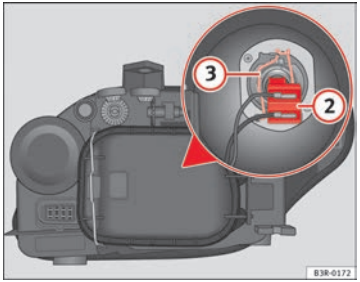

Abb. 197 Abblendlicht
– Ziehen Sie am Stecker ⇒ Abb. 197 (2) und nehmen Sie diesen so von der Lampe ab.
– Nehmen Sie die Haltefeder ⇒ Abb. 197 (3) durch Eindrücken und Rechtsdrehung ab.